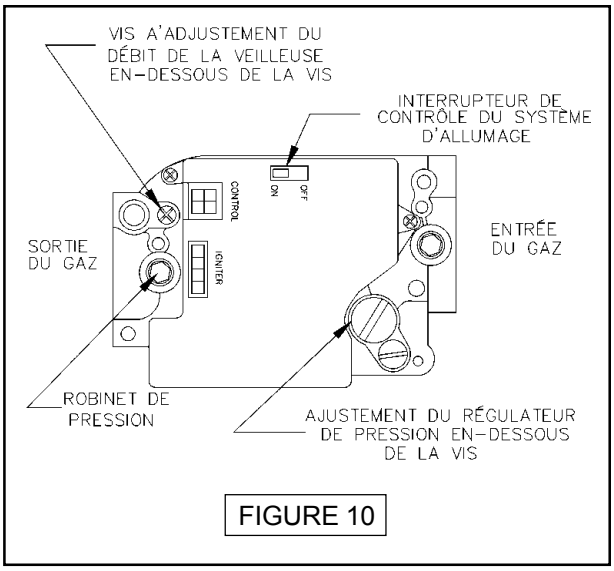

FIGURE 10
5. Déplacer l'interrupteur de contrôle du système d'allumage dans la position "FERMÉ".Voir la figure 10 ci-haut.
6. Attendre cinq (5) minutes afin de laisser évaporer le gaz. Si ça sent le gaz, ARRÊTER, Suivre la deuxième étape du procédé d'allumage de la page 10, 'QUE FAIRE SI ÇA SENT LE GAZ". Si ça ne sent pas le gaz, continuer à l'étape suivante.
7. Déplacer l'interrupteur de contrôle du système d'allumage dans la position "OUVERT". Voir la figure 10 ci-haut
B. Tourner la vis intérieure (vis d'ajustement) dans le sens de l'horloge pour diminuer et dans le sens contraire de l'horloge pour augmenter la flamme de la veilleuse, voir la figure 10.